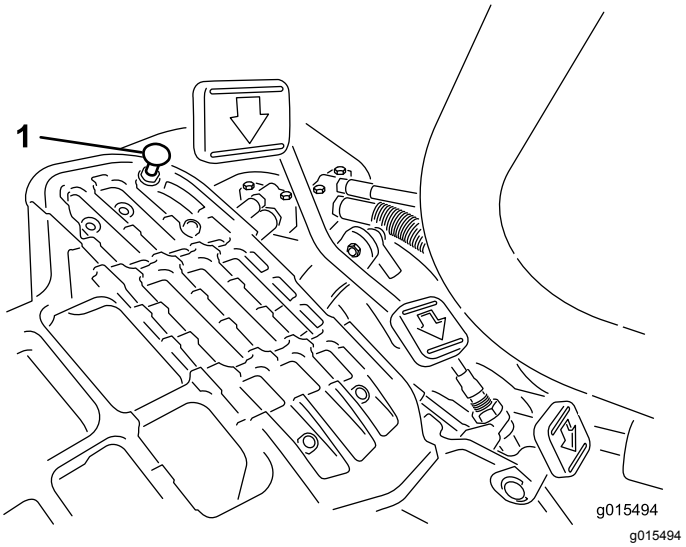

Figuur 38
Om de maximale transportsnelheid te verkrijgen, moet u de schakelhendel in de TRANSPORTSTAND zetten en het tractiepedaal intrappen. Als het pedaal contact maakt met de pedaalaanslag (Figuur 38) voordat u spanning op de kabel voelt, voer dan de volgende afstelprocedure uit:
1. Zet de schakelhendel in de TRANSPORTSTAND en draai de borgmoer los waarmee de pedaalaanslag is bevestigd aan de vloerplaat (Figuur 38).